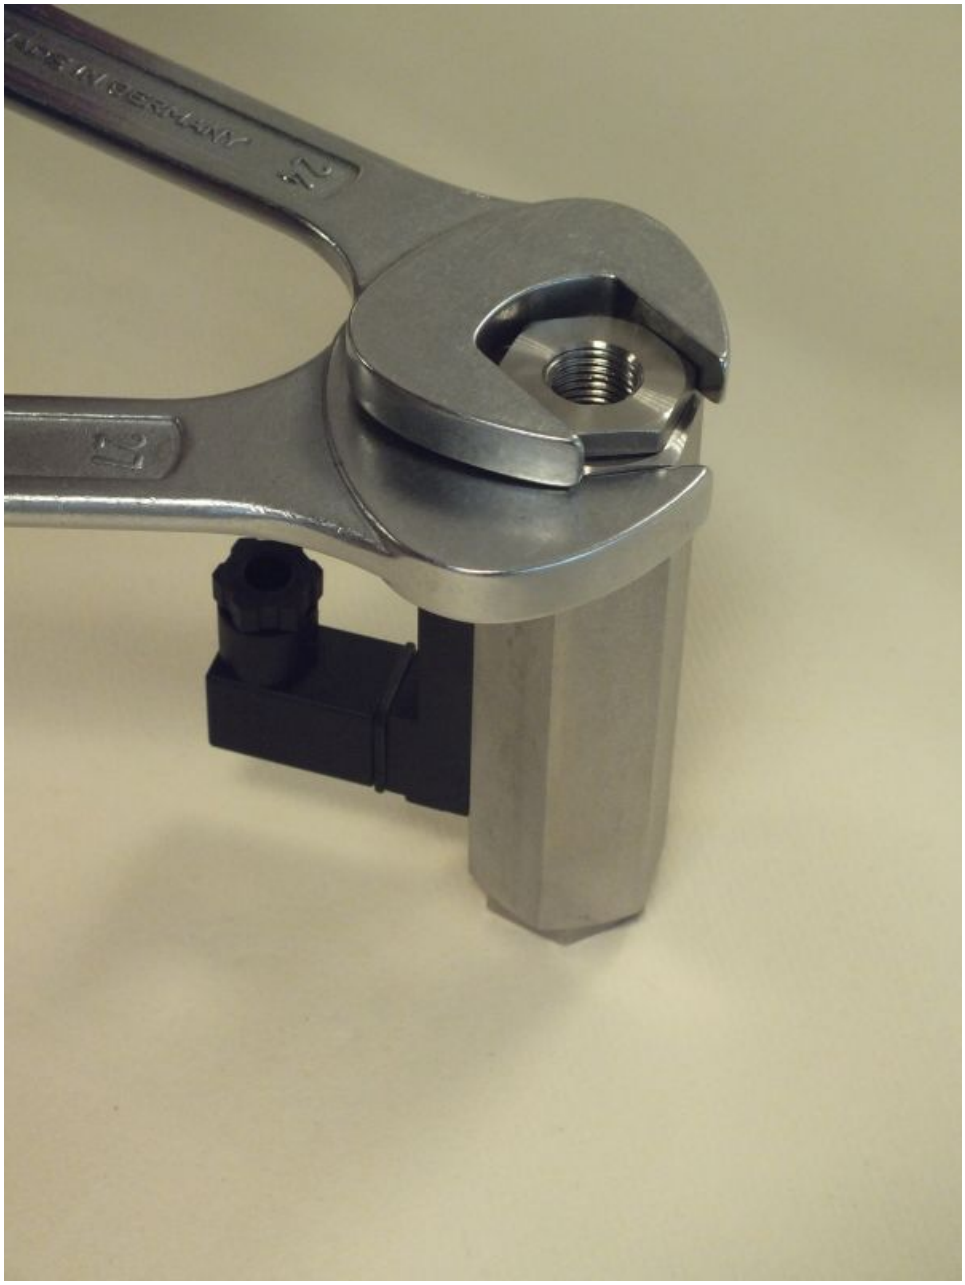

Fig. 47: Tighten process connection (inlet)
5. Using a proper sized fixed spanner tighten the process connection (inlet). Hold the device body in place using a suitable fixed spanner (*Fig. 47*), and observe the proper torque (➞ *Chapter 11.1 "Tightening torque" on page 84*)